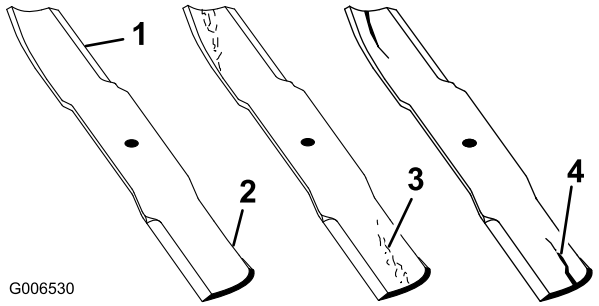

Figur 49
1. Kontrollera eggarna (Figur 49). Ta bort knivarna och slipa dem om eggarna är slöa eller har fått hack; se Slipa knivarna.
2. Kontrollera knivarna, speciellt den böjda delen (Figur 49). Montera omedelbart en ny kniv om du upptäcker skador, slitage eller om ett spår har bildats i detta område (del 3 i Figur 49).